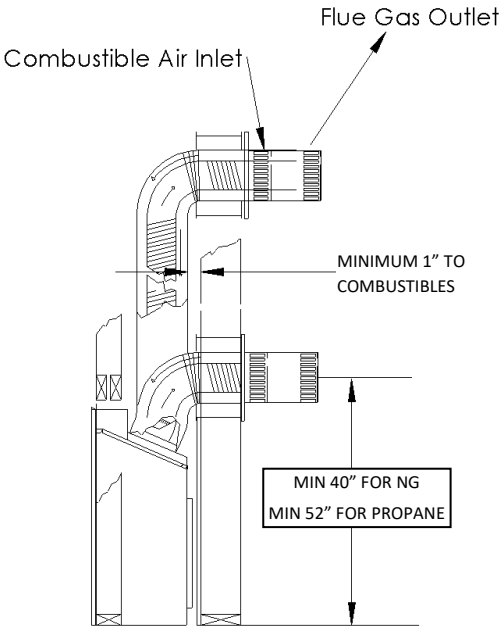

Figure 1
Place the spring spaces provided approximately every two feet to stabilize 4" flex in the center of 7" flex. When forming bends place spring in bend or before and after. (See Fig. 1). Horizontal runs require support metal straps every 2 feet. In offset installation support straps should be used to stabilize pipe.
Expand 4" and 7" flex pipe to the point that the 7" protrudes approximately 2 to 3 inches past outer wall and the 4" flex protrudes approximately 2 to 3 inches past the 7" flex. (See Fig. 1). Attach the 4" pipe to the termination first and secure with sealant and screws then attach the 7" flex to the termination with caulking and screws. Termination may then be moved back to the outer wall and attached to home screwing into the framing. Silicone around termination to waterproof. If siding shield is going to be used attach this using same attaching hole as the top of termination after termination has been caulked for water proofing.
4. To install wall thimble center over 11” x 11” (inch) framing from both sides of wall and secure. Route flex vent pipe through wall thimble (See Figure 1).